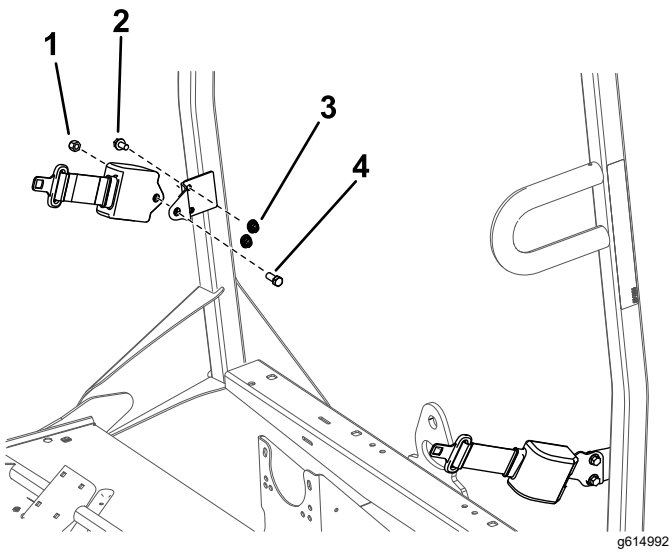

Figur 7
1. Monter et sikkerhedsseleforankringsbeslag på ydersiden af hver styrtbøjletap med 2 bolte (⅜") og 2 møtrikker (⅜") (se Figur 7).
2. Monter den optrækkelige ende af hver sikkerhedssele på hver sikkerhedsseleforankringsbeslag med en bolt (7/16 tomme) og møtrik (7/16 tomme) (Figur 7).